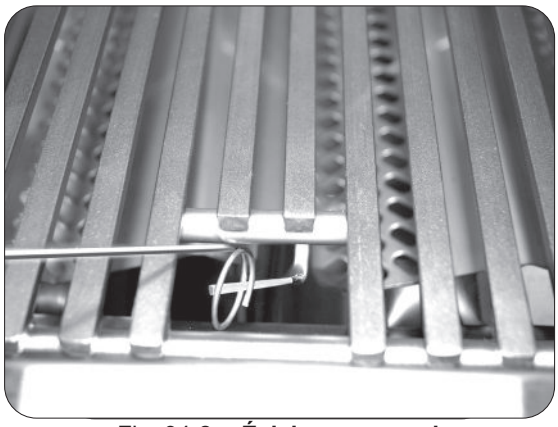

Fig. 34-2 **- Éclairage manuel**
2. Insérez un allumeur brûlant de butane de long-baril, une allumette brûlante de long-tige, ou une allumette brûlante tenue par un support de prolongation de fil par la grille à cuire s'ouvrant au dessus du brûleur (fig. 34-2).
4. Si le brûleur ne se allume pas dans les cinq (5) secondes de tourner le bouton de commande, enfoncez immédiatement le bouton et tournez la valve à AU LOIN. ATTENDEZ CINQ (5) MINUTES avant de répéter les étapes 2 à 4 des instructions manuelles d'éclairage.